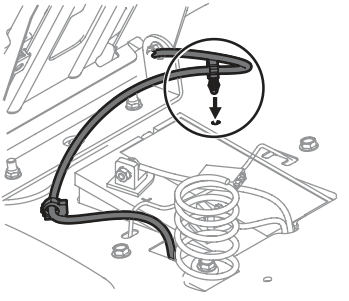

Fig. 4
5. Faites enclencher l'attache pour retenir l'excédent de fil à l'aile (Fig. 4).